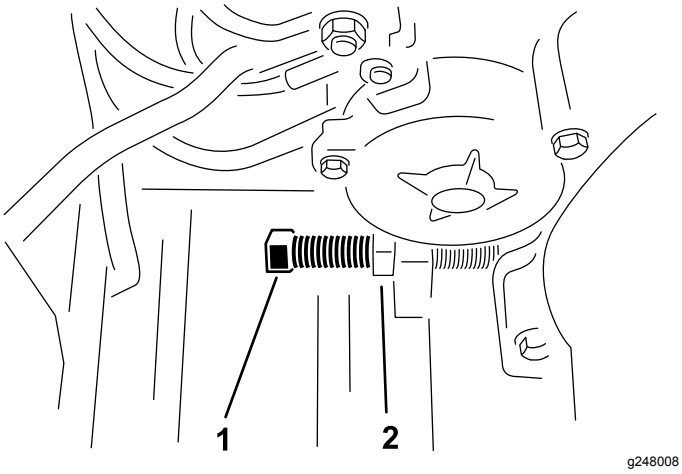

Figur 22
3. Lossa kontramuttern och vrid remmens justeringsskruv tills du erhåller önskad remspänning (Figur 22).
5. Justera motorn så att den är parallell med ramen. Fortsätt att dra åt motorns monteringsskruvar (Figur 22).